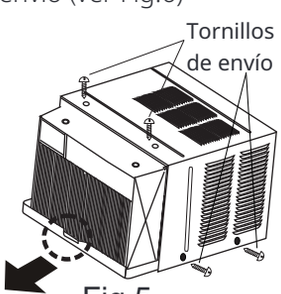

Fig.5
7. Retire los tornillos de envío de la parte superior de la unidad y también en el lado junto a la base si está instalado (ver Fig.5). 8. Sostenga el mueble mientras tira del asa de la bandeja de la base y retire cuidadosamente la unidad.